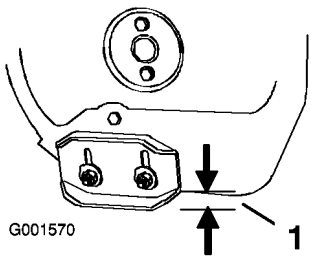

Bild 43
2. Lösen Sie die Muttern, mit denen beide Kufen an den Seitenplatten der Schnecke befestigt sind, bis sich die Kufen leicht nach oben und unten verschieben lassen (Bild 43).